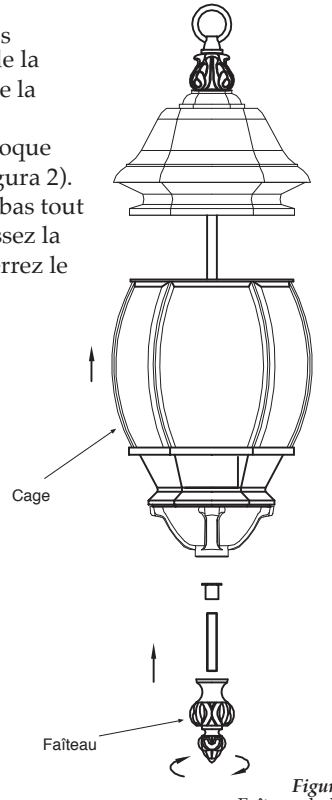

Figure 3
c. Pour les autres luminaires, dévissez le faîteau du bas tout en tenant la cage afin qu'elle ne tombe pas. Abaissez la cage et insérez les lampes. Rattachez la cage et serrez le faîteau du bas. (Consultez la figure 3.)